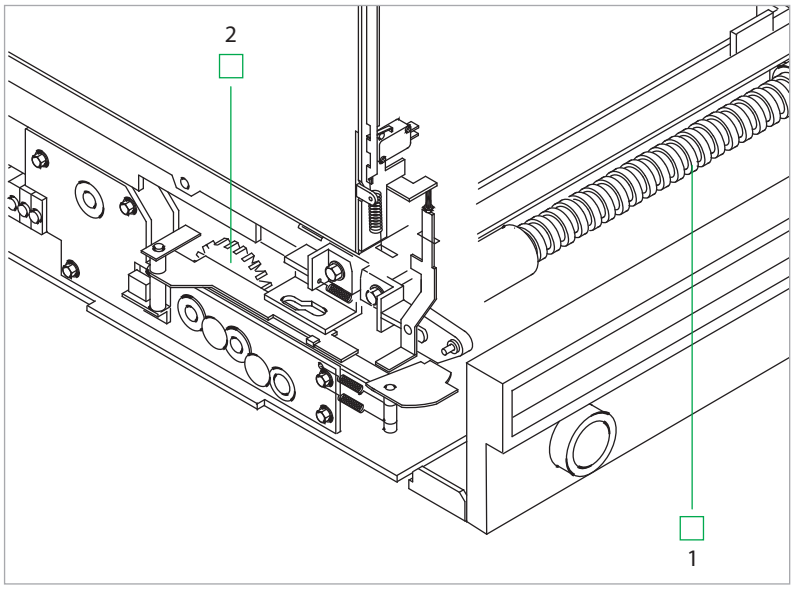

Fig. 42
- Broche du mécanisme du module pont de barres (Fig. 42, repère 1). La broche est accessible par le dessous.
- Roues dentées du module pont de barres (uniquement si motorisé) (Fig. 42, repère 2). Les roues dentées sont accessibles après retrait du capot avant inférieur.